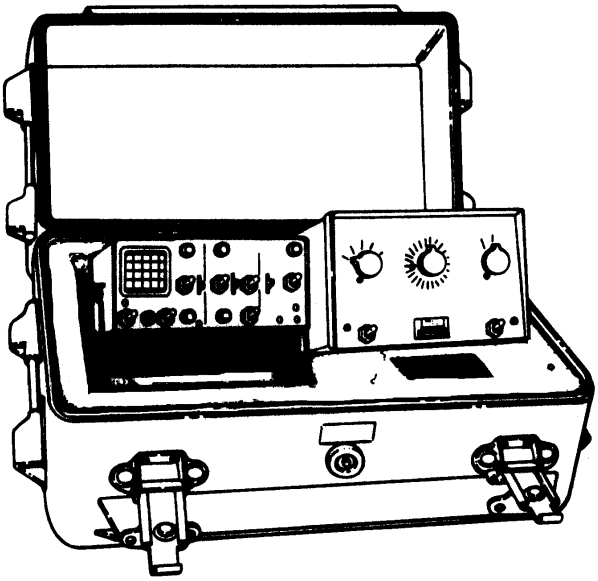

Figure 6. 23002970 Torquemeter Runout Test Set
19. 23002970 or 23003266 TORQUEMETER RUNOUT TEST SET. (figures 6 and 7)
These instructions apply to 23003266 torquemeter runout test set which is identical to 23002970 (figure 6) except that it is permanently mounted in TPETS control cab.